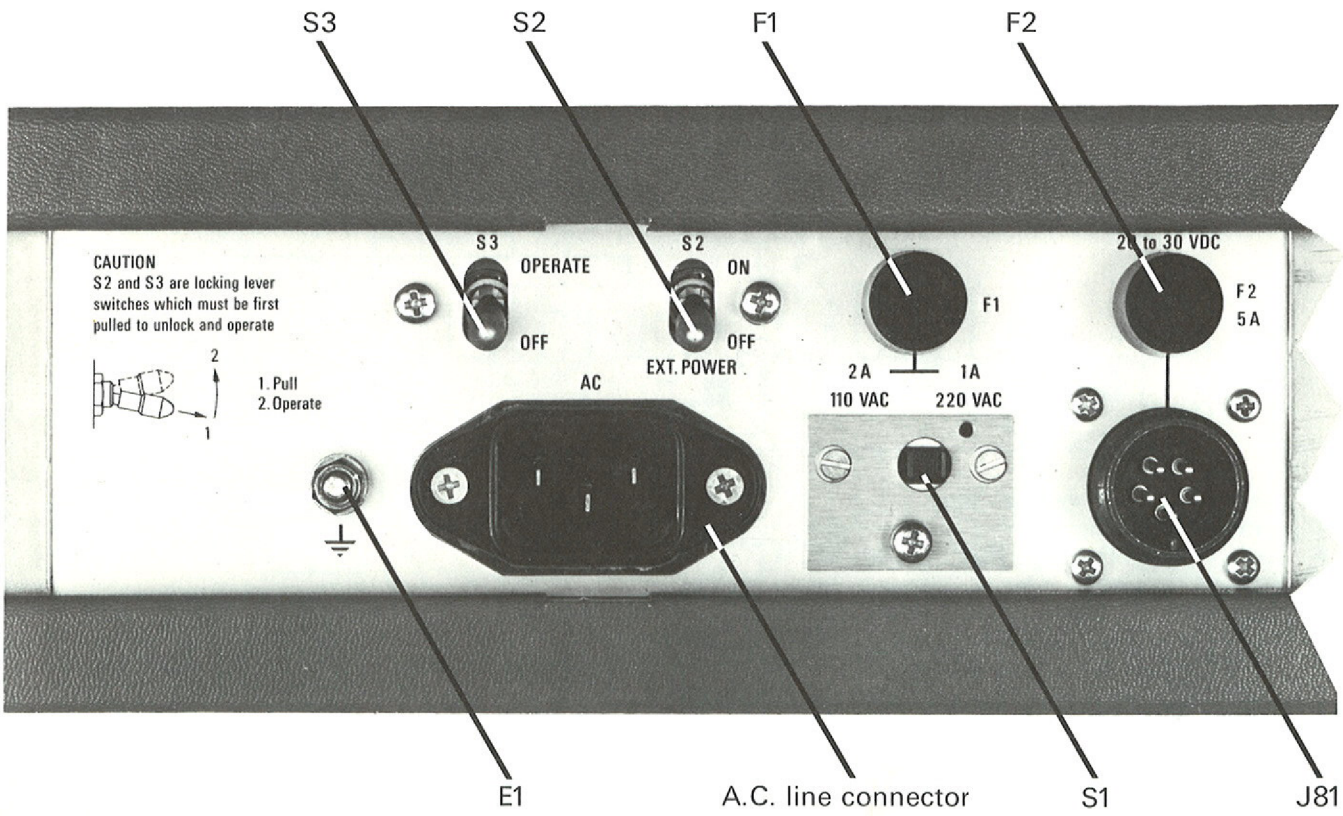
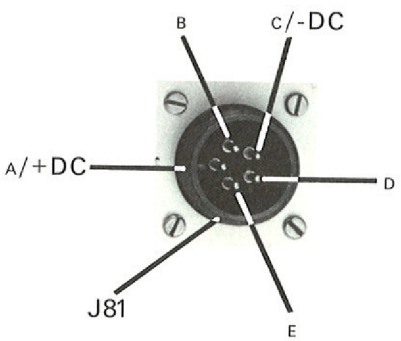

Fig. 4 Frequency standard 2200 (rear panel, left side)
Fig. 4a
a) **Caution**: Before connecting the instrument, check position of mains voltage selector switch S1 (fig. 4).
A black point on the line voltage selector switch S1 blocking plate is located just below the line voltage value (fig. 4) to which the instrument has been set (110 or 220 VAC). To change the setting, remove the blocking plate after having taken out the Philip's fixing screw located just below the switch S1, move S1 to position corresponding with local line voltage, replace blocking plate after having turned it to its other face.
b) Make sure that fuse F1 (fig. 4) has correct rating, i.e.: 2 A slow blow for 110 VAC line (fuse 5×20 mm) or 1 A slow blow for 220 VAC line (fuse 5×20 mm).
c) Check switches S2 and S3 (fig. 4) to be both on position OFF.
e) Turn-on the instrument by setting switch S2 EXT POWER to position ON (fig. 4).
f) Set the instrument in operation by setting switch S3 to position OPERATE (fig. 4).
a) Make sure that fuse F2 (fig. 4) has correct rating (5A slow blow); 5×20 mm.
c) Connect the DC power source through the input power jack J81 (fig. 4) on the instrument rear panel respecting the indicated polarity (fig. 4a).
To disconnect and to connect the frequency standard from the external AC or DC power sources and have it operating only from the standby battery, it is recommended to first set S2 (fig. 4) to OFF.